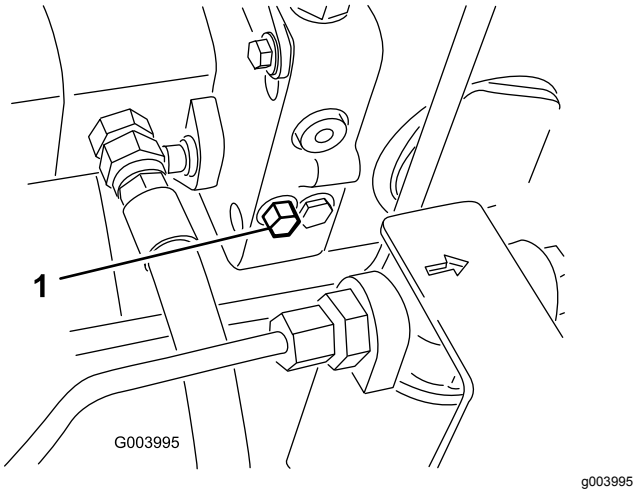

Figure 37
1. La vanne de dérivation est située du côté gauche de l'hydrostat (Figure 37). Tournez le